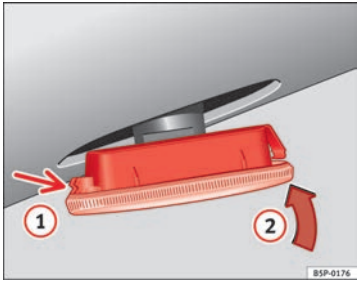

Fig. 164 Side turn signals
– First fit the turn signal in the opening in the chassis, fastening the tabs (1) ⇒ Fig. 164, and then fit in the bulb as shown by the arrow (2) ⇒ Fig. 164. ■